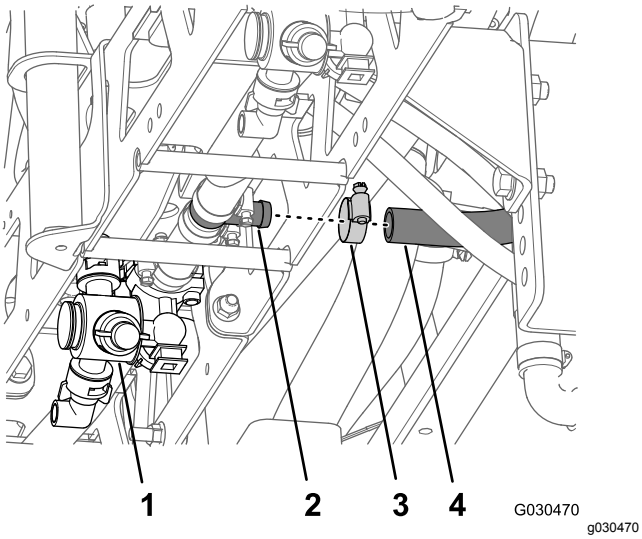

Figur 62
4. Ved siden af den midterste sprøjtedyse – fjern slangeklemmen og bomslangen fra T-fittingen med modhager (Figur 62).